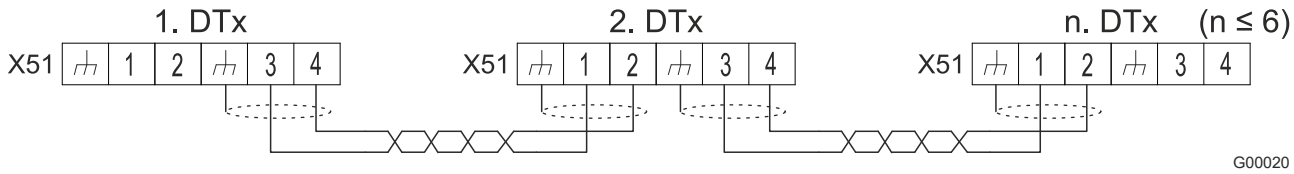

Fig. 22: Controllo Multimaster
1. Collegare i controller dei condizionatori secondo lo schema di collegamento e Fig. 22 alla corrispondente morsettiera MM1 / MM2, vedi "Schema elettrico – Multi-Controller (MC)", Pagina 42.